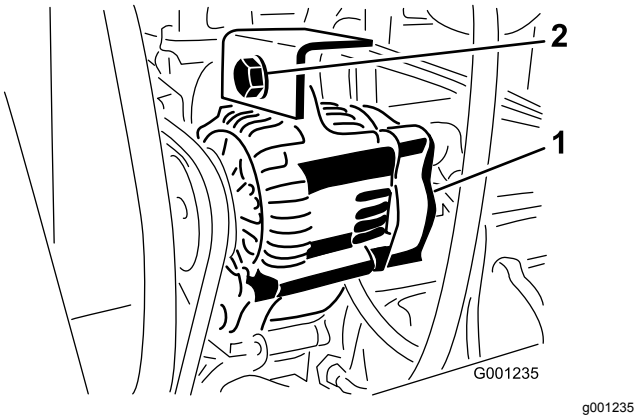

Figuur 75
2. Draai de montagebout van de wisselstroomdynamo los (Figuur 75).
3. Verhoog of verlaag de spanning op de riem van de wisselstroomdynamo en draai de montagebout weer vast (Figuur 75).